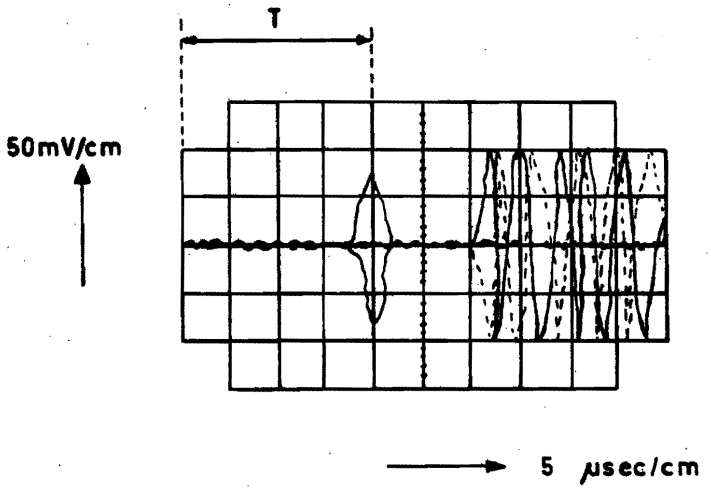

Figure 7-23
13. Positioning to track 005. (010)
18. When steps 14 and 16 have a different value, take the average deviation, in such a way that T = 20 msec ± 3 /u sec, see fig. 7-23 as well head 0 as head 1.